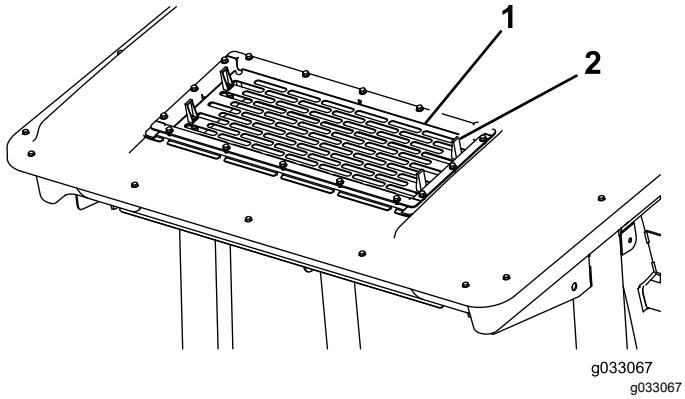

Figur 56
2. Lyft upp de fyra tapparna på luftkonditionerings-filtret (Figur 56) och ta bort filtret från hyttens överdel.